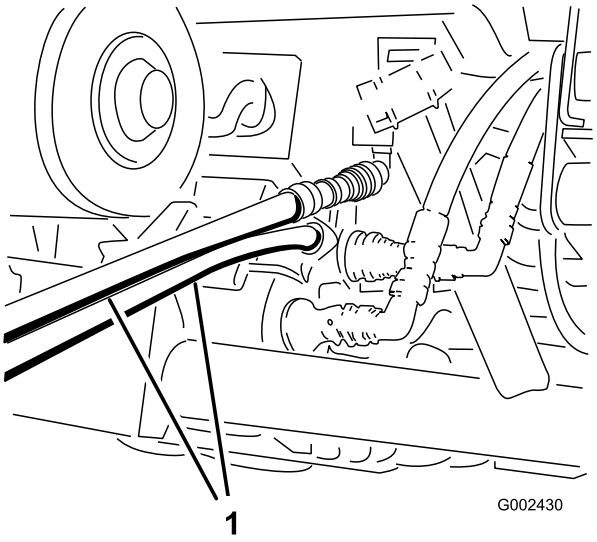

Figur 81
- På det andet køretøj: Forbind de to slanger med koblingen, der stadig sidder i koblingsholderen (forbind topslangen med topkoblingen og bundslangen med bundkoblingen (Figur 81). Tildæk alle ubrugte fittings.